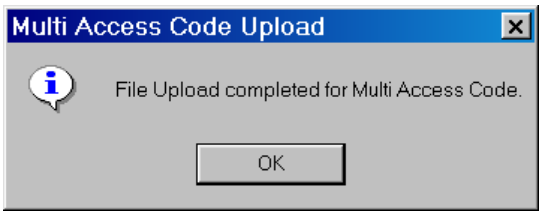

Figure 4-8 Multi Access Code Upload Dialog Screen
11. Select the Access Code file to be sent to the control, then select "Open". TapTalk will briefly display a status dialog screen followed by a "Multi Access Code Upload" dialog screen (Figure 4-8).